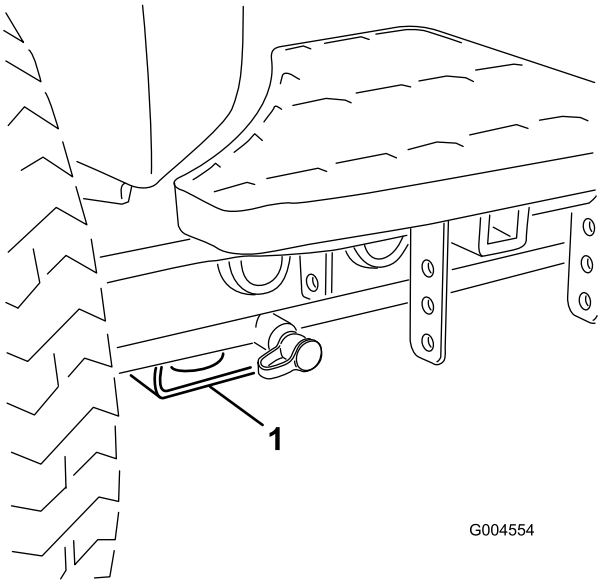

Figur 35
- For – rektangulær plade, under akselrøret, indvendigt i forhold til hvert fordæk (Figur 35).